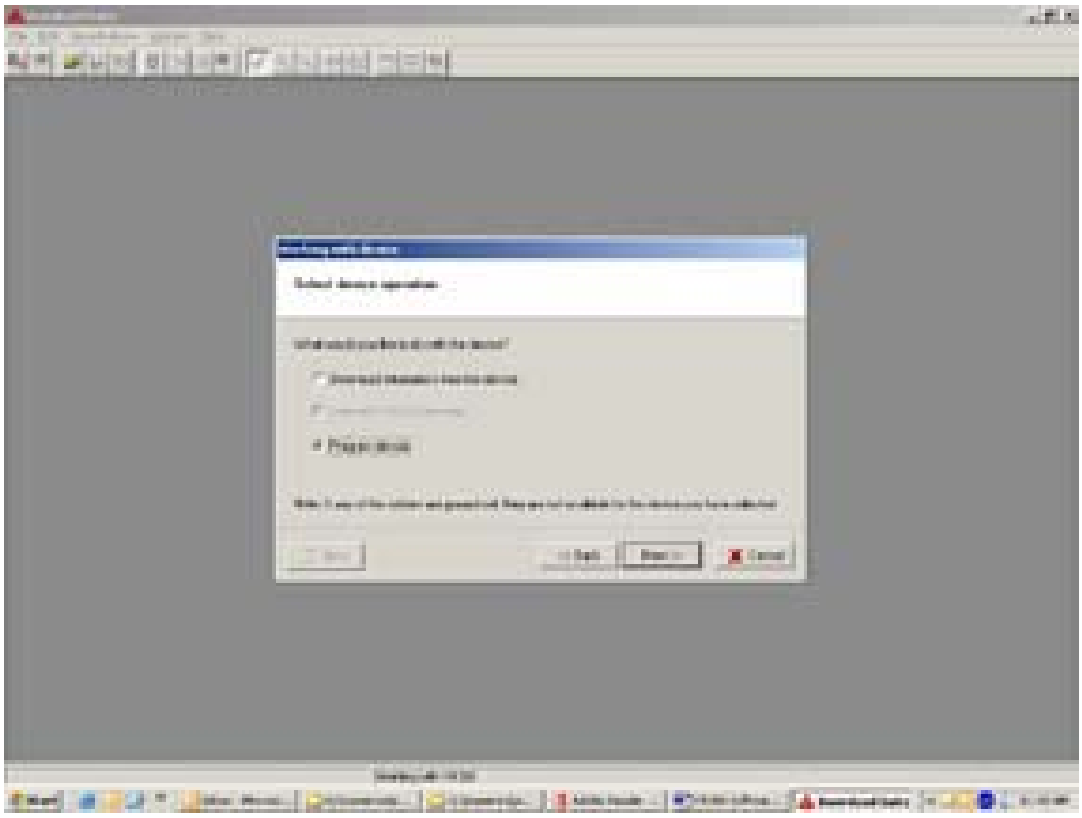

Abbildung 1
4. „Program device“ (Gerät programmieren) auswählen und auf „NEXT“ (Weiter) klicken. Erneut auf „NEXT“ klicken, um den Programmierbildschirm (siehe Abb. 1 und 2) einzublenden.
6. Um eine Datei vom Gerät herunterzuladen, die Schritte 1 und 2 wiederholen. „Download“ (Herunterladen) auswählen und auf „NEXT“ (Weiter) klicken. (Siehe Abb. 1)